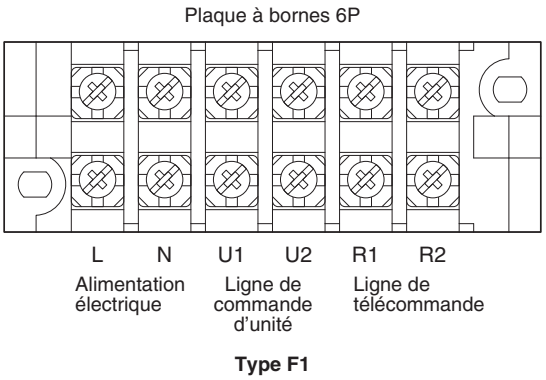

Fig. 4-2
(1) Voir la Section “4-2. Longueur et diamètre de fil recommandés pour système d’alimentation” pour l’explication de “B”, “C”, “D” et “E” sur les schémas ci-dessus.
(2) Le diagramme de connexion de base de l’unité intérieure montre les plaquettes à bornes, ainsi les plaquettes à bornes de votre équipement peuvent différer du diagramme. (Fig. 4-2)
(3) L’adresse du circuit réfrigérant (R.C.) doit être fixée avant la mise sous tension.
(4) Pour le paramétrage de l’adresse R.C, voir les instructions d’installation livrées avec la télécommande (en option). Le paramétrage de l’adressage automatique peut être exécuté via la télécommande. Voir les instructions d’installation livrées avec la télécommande (en option).